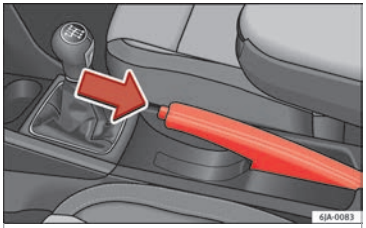

Fig. 90 Centre console: handbrake.
– Pull the handbrake lever up slightly and press the unlock button **at the same time** **›› Fig. 90**.